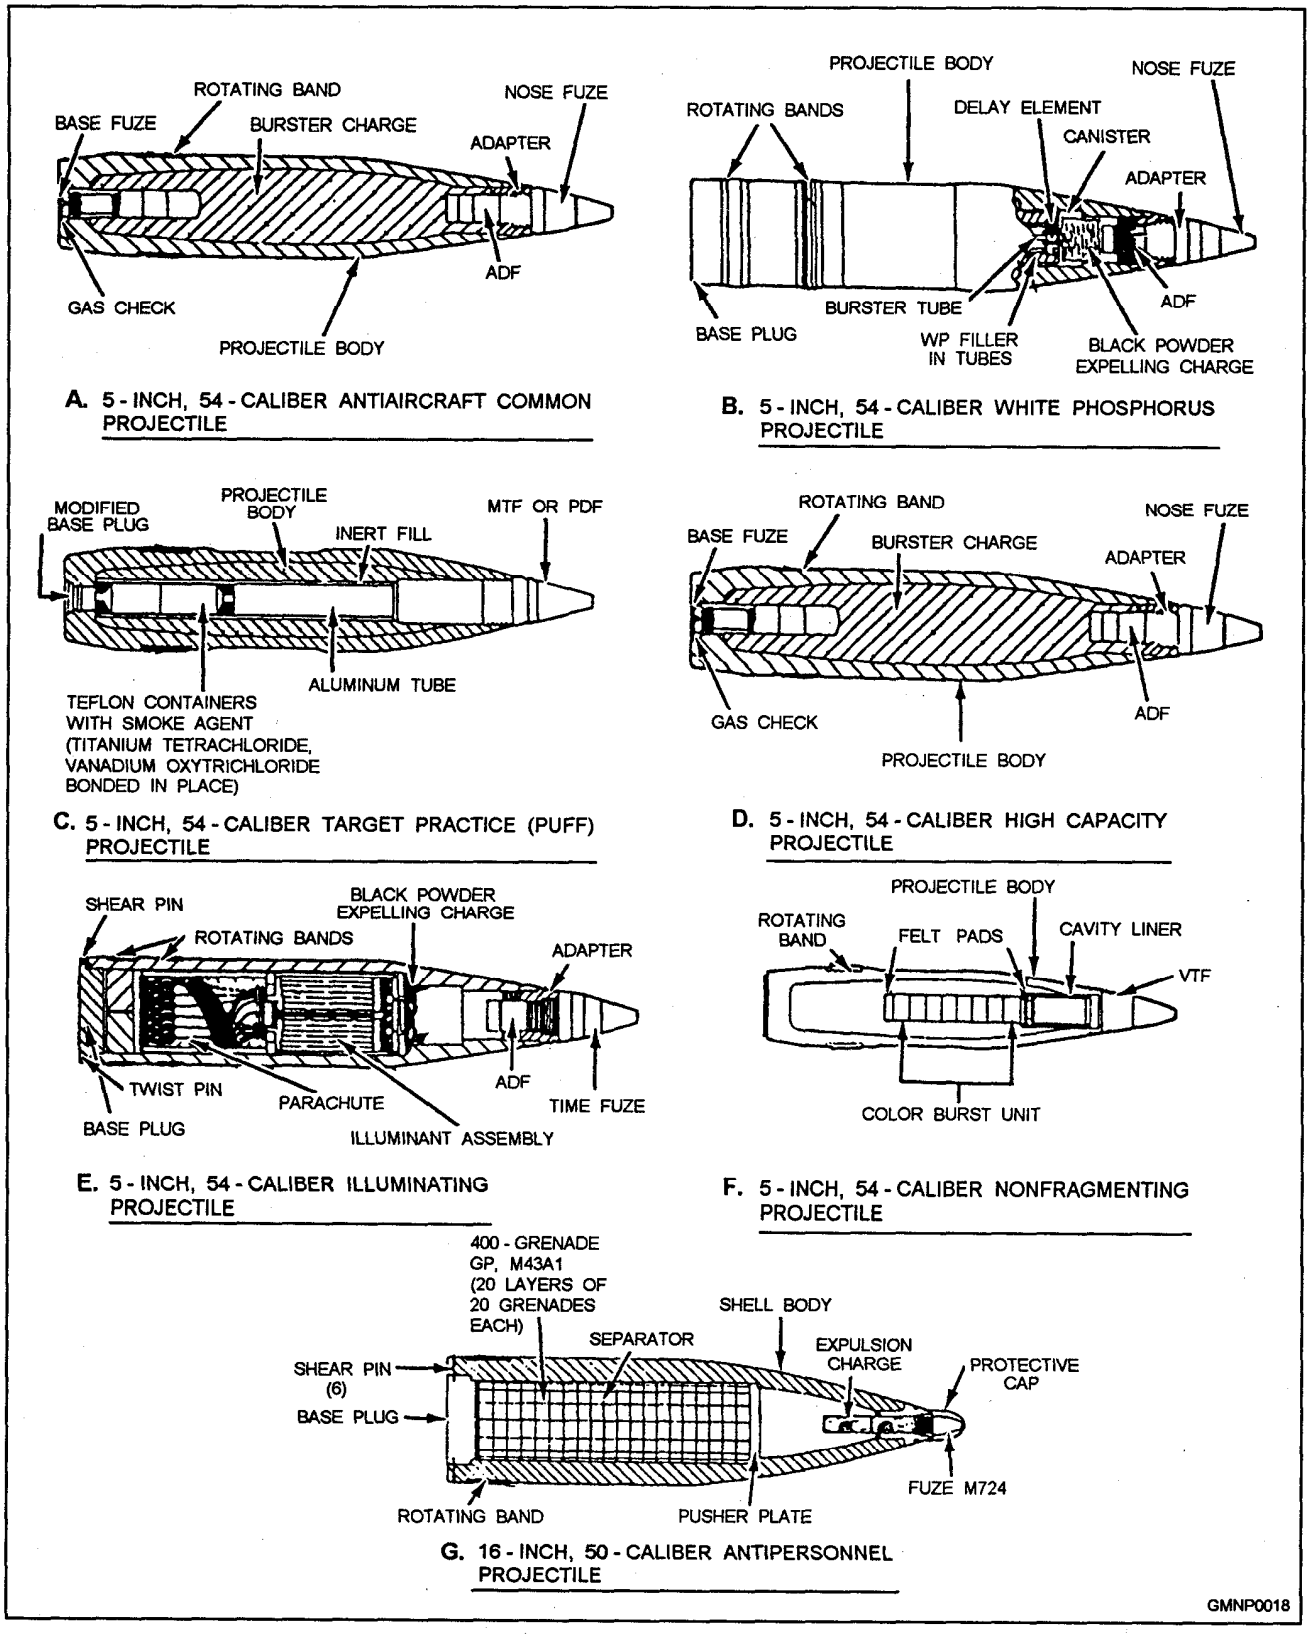

Figure 2-3.—Common projectile types.
Projectiles are also classified by their tactical purpose. The following are descriptions of the common projectile types (fig. 2-3).
ANTIAIRCRAFT COMMON (AAC).— AAC projectiles are dual-purpose projectiles combining most of the qualities of the AA type with the strength necessary to penetrate mild steel plate (fig. 2-3, view A). However, AAC projectiles do not have the penetrative ability of common (COM) projectiles. The type of fuzing will depend on the use. Fuze threads are provided in the nose and in the base. AAC projectiles are normally equipped with a mechanical time fuze (MTF) and an auxiliary detonating fuze (ADF). Dual-purpose action is accomplished by a time setting for airburst or by setting MTFs on "safe" or for a time longer than flight to target to permit the base detonating fuze (BDF)(delay) to function for penetration. When you substitute a point detonating fuze (PDF) for the MTF, these projectiles are converted to HC for surface burst.
CHEMICAL.— Chemical projectiles may be loaded with a toxic, harassing, or smoke-producing agent. Of the smoke agents, white phosphorous (WP) is the most frequently used. WP projectiles (fig. 2-3, view B) are designed to produce heavy smoke and, secondarily, an incendiary effect. The small WP containers are expelled and then scattered by a delayed action burster charge that is ignited by a black powder expelling charge. Other chemical loads are dispersed in a similar manner.
PUFF.— Puff projectiles (fig. 2-3, view C) are nonexplosive projectiles used as practice (spotting) rounds. They are designed to produce dense smoke clouds approximating those of high-explosive rounds.
HIGH CAPACITY (HC).— HC projectiles are designed for use against unarmored surface targets, shore installations, or personnel. They have a medium wall thickness and large explosive cavities. Large HC projectiles (fig. 2-3, view D) are provided with an auxiliary booster to supplement the booster charge in the nose of the main charge. With threads in both the nose and base, HC projectiles may receive a variety of fuzes or plugs to accomplish different tactical purposes. An adapter ring (or rings) is provided on the nose end of
ILLUMINATING (ILLUM).— ILLUM projectiles (fig. 2-3, view E) are made with thin walls. Each contains a time fuze, an ADF, a small black powder expelling charge behind the ADF, an assembly consisting of a pyrotechnic star or candle with a parachute, and a Iightly held base plug. The time fuze serves to ignite the expelling charge. Explosion of the expelling charge forces out the base and the illuminating assembly and ignites the star or candle.
VARIABLE TIME-NONFRAGMENTING (VT-NONFRAG).— Some VT-NONFRAG projectiles (fig. 2-3, view F) are loaded to avoid rupturing the body and spreading fragments when the fuze functions. However, sometimes the projectile ogive breaks up into low-velocity fragments. They are designed for use in AA target practice, particularly against expensive drone targets, for observing the results of firing without frequent loss of the drones. These projectiles have fillers of epsom salts or other inert material to give the projectile the desired weight. A color-burst unit, consisting of pellets of black powder and a pyrotechnic mixture, is placed in a cavity drilled into the center of the inert filler. The color-burst unit is ignited through the action of the nose fuze and the black-powder pellets. The color-burst unit may be one of several colors that exits through the fuze cavity and ruptured projectile.
ANTIPERSONNEL.— The antipersonnel projectile (fig. 2-3, view G) consists of a projectile body, an expulsion charge, a pusher plate, a payload of 400 individually fuzed grenades, and a base plug. The M43A1 grenade is an airburst rebounding-type munition. The antipersonnel projectile is unique to the 16Æ/50 gun.